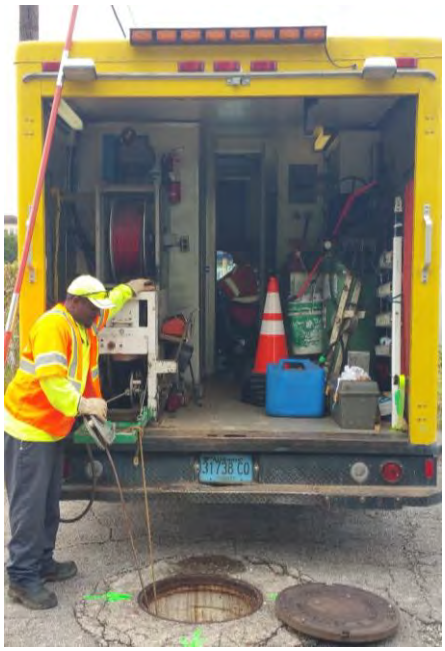

**Figure 4. JCESD TVI Van**
**Figure 4** shows a TVI van staffed with a crew of two, a Video Supervisor and a Video Specialist. This equipment has the capability to inspect 6-Inch to 24-Inch diameter pipe. The TVI van houses camera inspection equipment and operation systems in the rear of the van, and is equipped with an operator cabin that houses a computer, printer, and other items.